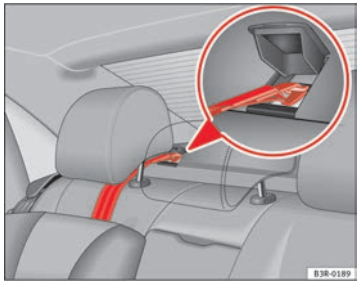

Fig. 35 Retainer strap: correct adjustment and fitting
– Lead the Top Tether fastening belt under the rear seat head restraint ⇒ fig. 35 (lift the head restraint where necessary).
– Lift the luggage compartment cover anchorage cover -see detail- ⇒ fig. 35.